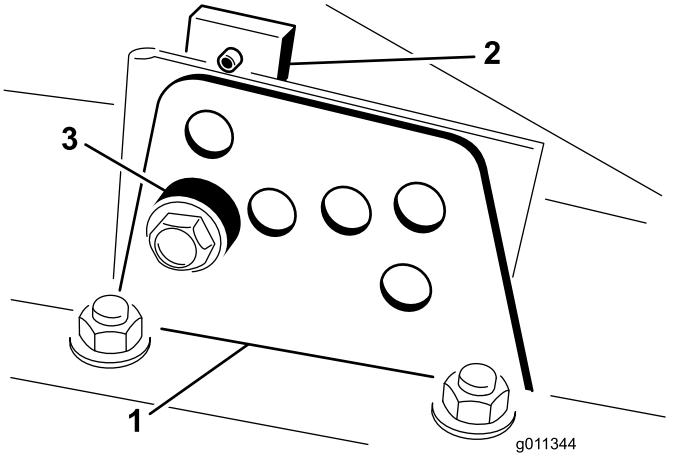

**Figura 20**
2. Allentate il bullone che fissa ogni staffa dell'altezza di taglio alla relativa piastra (lati anteriore e laterali), come illustrato nella Figura 20.
4. Supportate l'alloggiamento e togliete il distanziale (Figura 20).